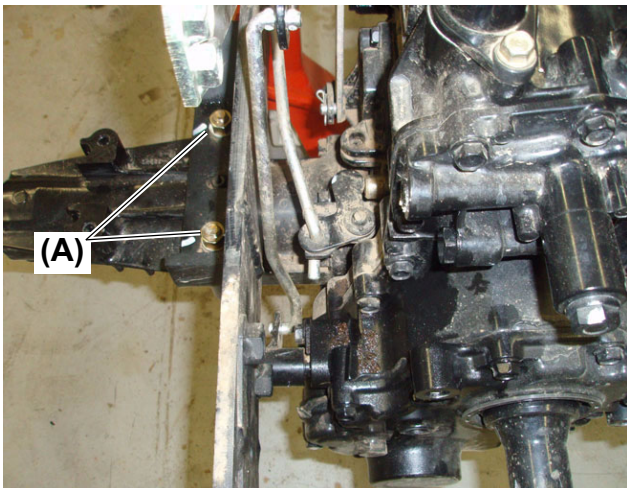

Fig. 2
3. Install the four (4) bolts **(Fig. 2, (A))**, nuts and lock washers that secure the main frame to the axle housings. Make sure the two (2) locating pins are in the correct hole in the main frame rail plate. Torque the Nuts and Bolts to 58 to 72 ft•lbs (78.4 to 98 N•m).